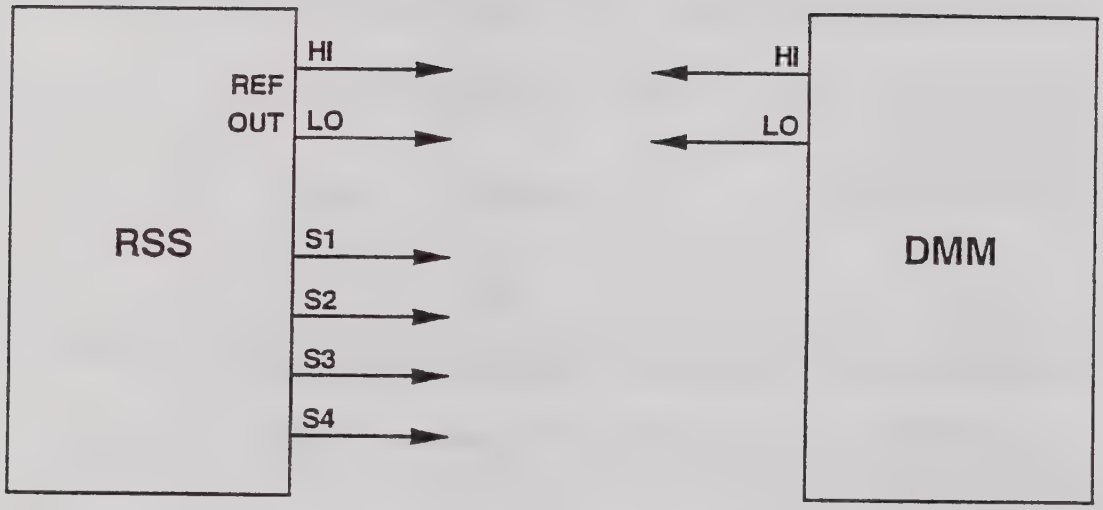

Figure 5-5. Test Setup, DC Offset Tests
53. With power off, see figure 5-5 and connect test equipment as shown.